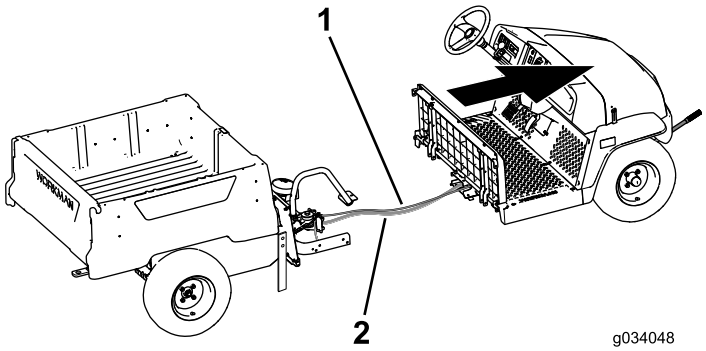

Bild 20
8. Bewegen Sie den vorderen Abschnitt mit der Hilfe einer zweiten Person vom hinteren Teil weg (Bild 20).